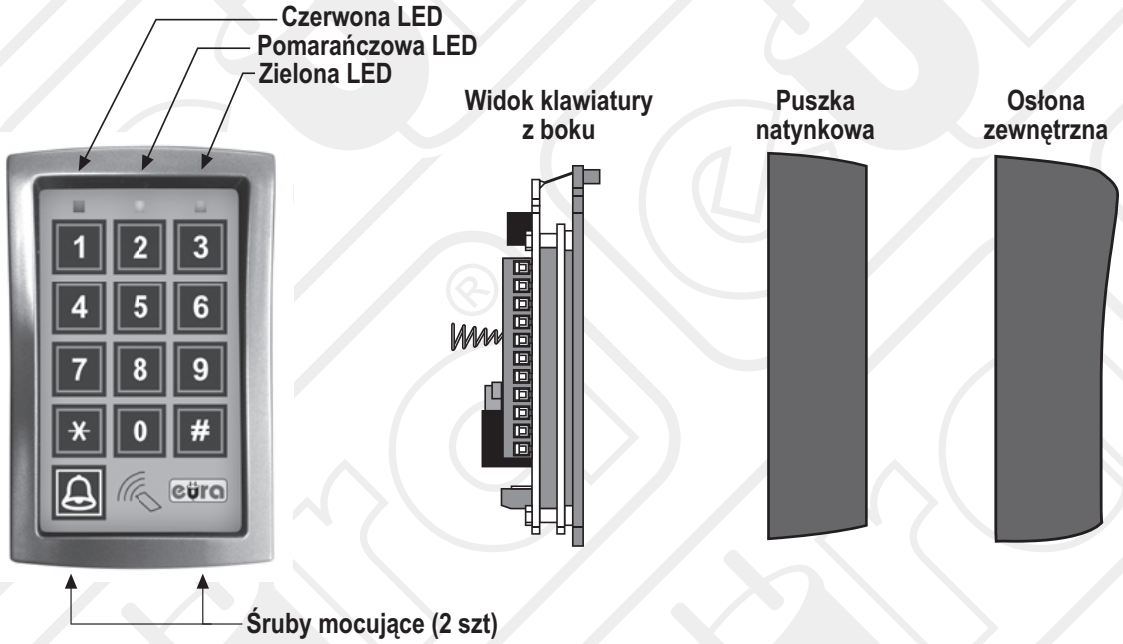

Rys.1. Budowa zamka szyfrowego AC-03A1
Zewnętrzną budowę zamka szyfrowego pokazano na rys.1. Tuż nad klawiaturą numeryczną zamka znajdują się 3 wskaźniki optyczne LED, informujące użytkownika o trybie pracy zamka, ułatwiające jego programowanie.
1. Odkręcić 2 śruby łączące osłonę zewnętrzną z puszką natynkową - patrz rys.1